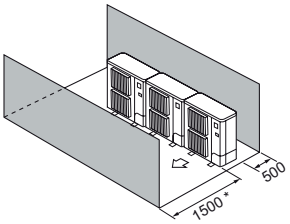

Rys. 2-11
④ Przeszkody znajdują tylko z przodu i tyłu urządzenia (Rys. 2-11)